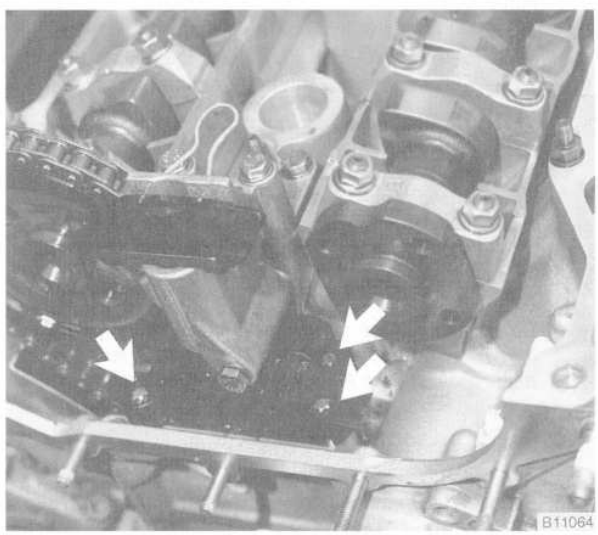

Fig. 24. Timing chain guide mounting bolts (**arrows**).
34. Remove the timing chain guide using a Torx E8 socket. See Fig. 24.